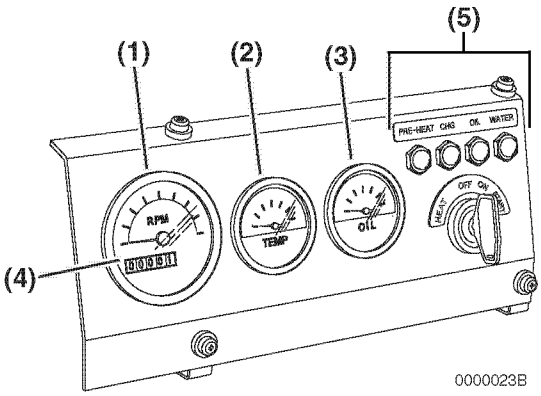
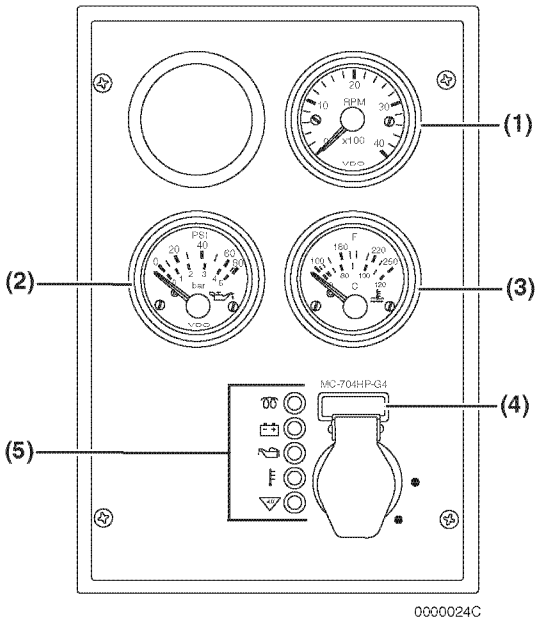

*Figure 4*
*Figure 5*
1. While the engine is running, check the gauges for normal indications. The gauges shown in **Figure 5** and **Figure 4** are provided for illustrative purposes only.
- **Tachometer (Figure 5, (1))** or **(Figure 4, (1))** -Make sure the engine speed is within normal limits. *See Engine Speed Specifications on page 128.*
- **Engine Oil Pressure (Figure 5, (2))** or **(Figure 4, (3))** - Make sure the engine oil pressure is within normal limits. *See Principal Engine Specifications on page 129.*
- **Engine Coolant Temperature (Figure 5, (3))** or **(Figure 4, (2))** - Make sure the engine coolant temperature is within normal limits.
- **Hour Meter** - The hour meter display **(Figure 5, (4))** or **(Figure 4, (4))** shows the total number of hours the engine has run. This is useful for planning periodic maintenance operations. *See Periodic Maintenance Schedule on page 85.*
2. After the engine has reached operating temperature, all of the indicators **(Figure 5, (5))** or **(Figure 4, (5))** should be off. If any of the indicators are on, shut down the engine and have the necessary repairs performed.